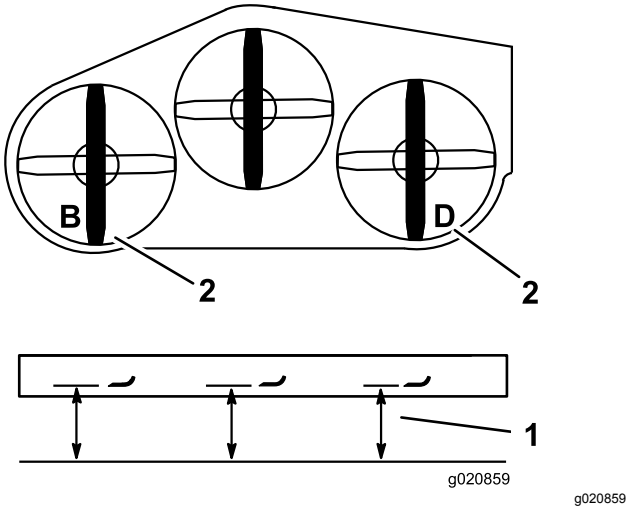

Rysunek 84
2. Dokonaj pomiaru lewego ostrza w położeniu **B** od poziomej powierzchni do krawędzi tnącej przy końcówce ostrza i zapisz wynik pomiaru (Rysunek 84).
3. Dokonaj pomiaru prawego ostrza w położeniu **D** od poziomej powierzchni do krawędzi tnącej przy końcówce ostrza i zapisz wynik pomiaru (Rysunek 84).
Informacja: Wynik pomiaru dla pozycji **B** musi wypadać w obrębie 3 mm od wyniku dla pozycji **D** (Rysunek 84). Jeśli tak nie jest, wykonaj poniższe kroki.